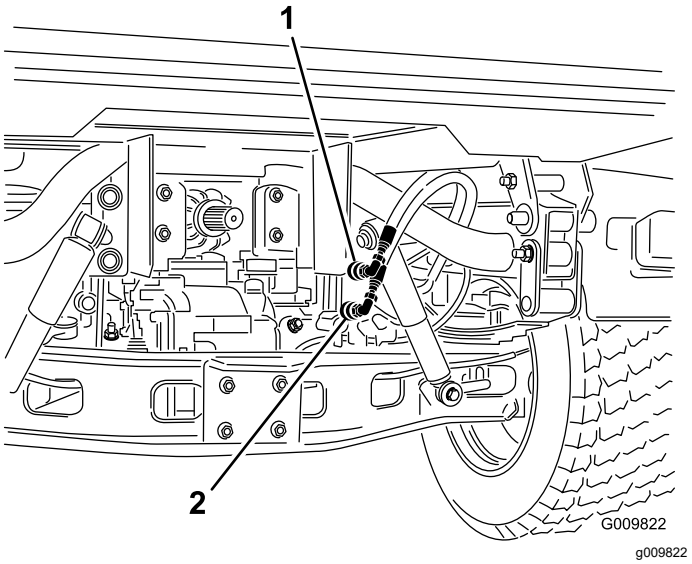

**Figur 74**
2. Koppla bort båda maskinernas snabbkopplingsslangar från slangarna som sitter fast vid kopplingsfästet (Figur 74).